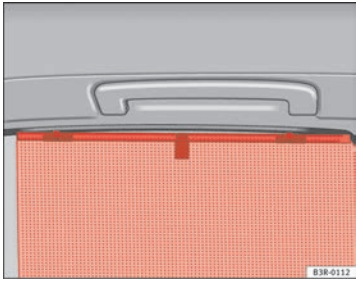

Fig. 100 Sun blind extended to cover rear side window
– Pull out the blind and hook it into the hooks at the top of the door frame ⇒ fig. 100. ■